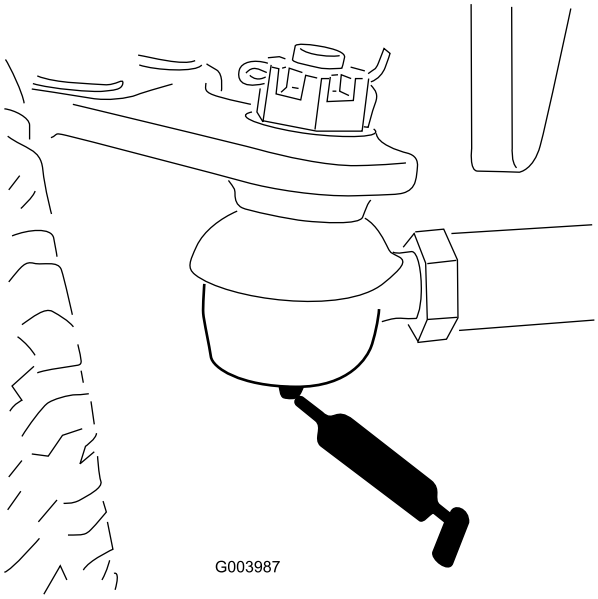

Figuur 49
- Trekstang van achteras (2) (Figuur 49)